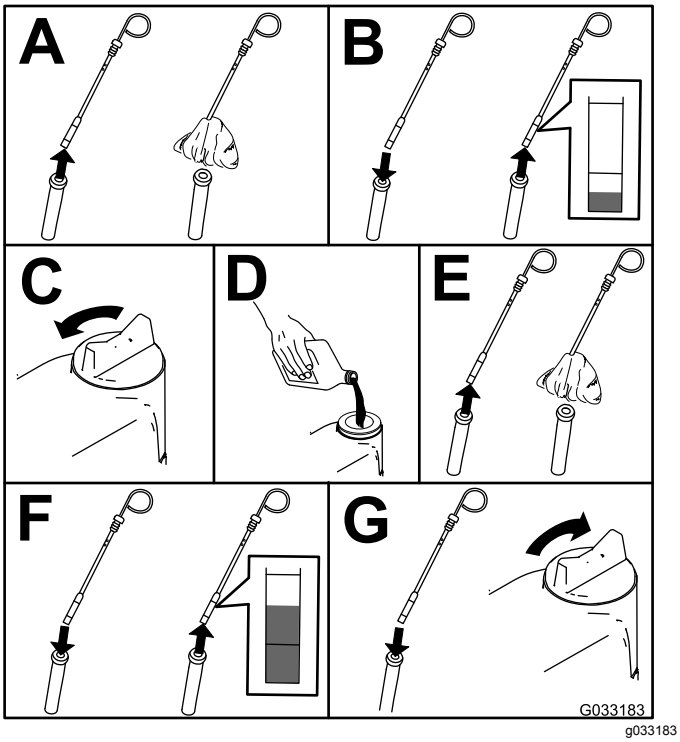

Figuur 52
2. Motoroliepeil controleren (Figuur 52).